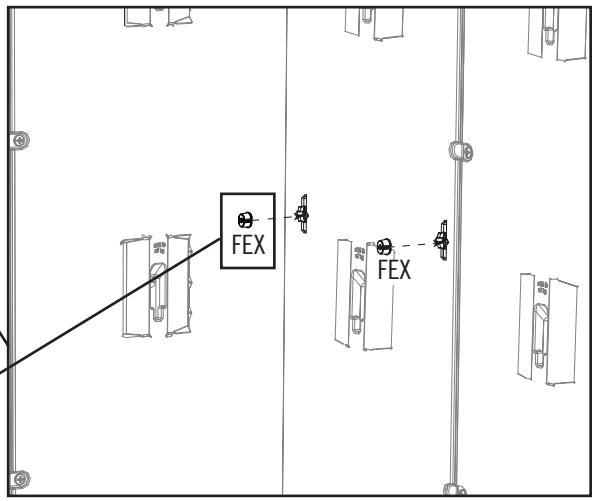

Fig. 2
• Zum Festlegen der Regalplattenhöhe stehen drei Lochpaare zur Verfügung. Diese sind an den hinteren Eckwandplatten angeordnet. Wählen Sie das Löcherpaar aus, das dem in Schritt 8.1 ausgewählten Paar entspricht, und stecken Sie in jedes eine (1) **Schraubenverankerung (FEX)**. **Beginnen Sie mit dem großen Ende. In diesem Beispiel haben wir uns für das mittlere Löcherpaar entschieden. Wiederholen Sie diesen Schritt für die zweite hintere Eckwandplatte. Beachten Sie Abbildung 2, um die Verankerungen korrekt auszurichten.**
• Er zijn drie paar gaten voorzien voor de hoogte van het lange schap. Deze bevinden zich op de achterste muurpanelen in de hoek. Kies het paar gaten dat overeenstemt met het paar dat werd gekozen in stap 8.1 en plaats een (1) **schroefanker (FEX)** in elk gat. **Het lange einde wordt eerst geplaatst. In dit voorbeeld hebben we voor de middelste reeks gaten gekozen. Herhaal deze stap voor het tweede wandpaneel achteraan in de hoek. Bekijk Afb. 2 voor de juiste richting van de ankers.**
• Der findes tre par huller for hyldehøjden for den lange hylde. Disse er placeret på de to bageste hjørne vægpaneler. Vælg det hullepar, der svarer til det par, der er valgt i trin 8.1, og indsæt et (1) **skrueanker (FEX)** i hver. **Den store ende skal indsættes først. I dette eksempel valgte vi det midterste sæt huller. Gentag dette trin med for det andet bageste hjørne vægpanel. Se fig. 2 for korrekt retning af ankerne.**